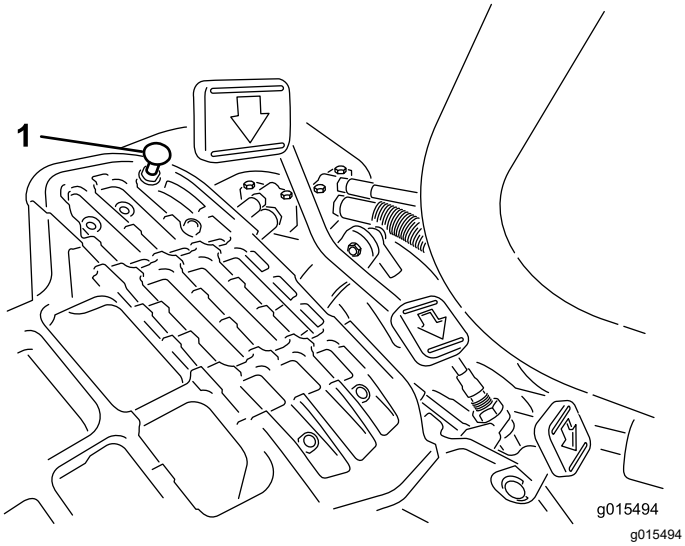

Rysunek 38
Aby uzyskać maksymalną prędkość transportową, należy ustawić dźwignię sterowania funkcją w pozycji TRANSPORTOWEJ i nacisnąć do końca pedał jazdy. Jeśli pedał dotyka ogranicznika (Rysunek 38), zanim da się wyczuć naprężenie linki, wówczas należy dokonać regulacji w następujący sposób:
1. Ustaw dźwignię sterowania funkcją w pozycji TRANSPORTOWEJ i poluzuj nakrętkę zabezpieczającą mocującą ogranicznik pedału do płyty podłogowej (Rysunek 38).